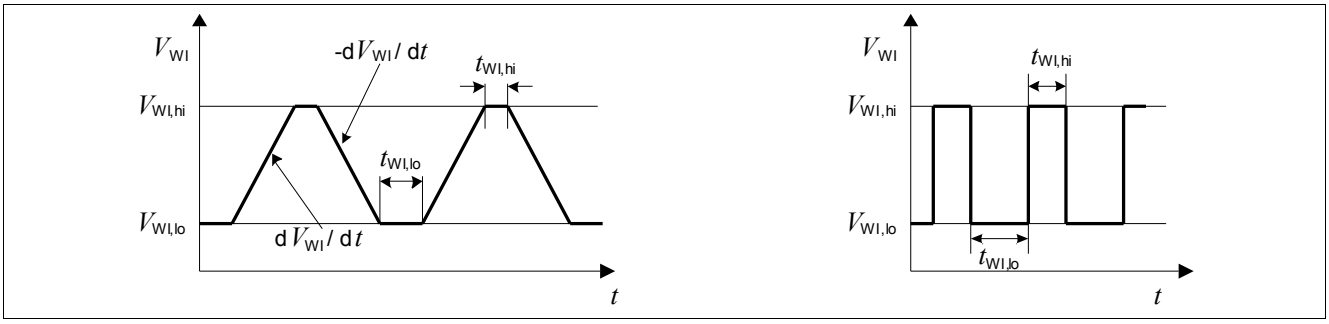

Figure 9 Test Pulses Watchdog Input WI
The watchdog is triggered by an positive edge at the watchdog input “WI”. The signal is filtered by a bandpass filter and therefore its amplitude and slope has to comply with the specification **9.2.11** to **9.2.14**. For details on the test pulse applied, see **Figure 9**.
2) For details on the test pulse applied, see **Figure 9**.